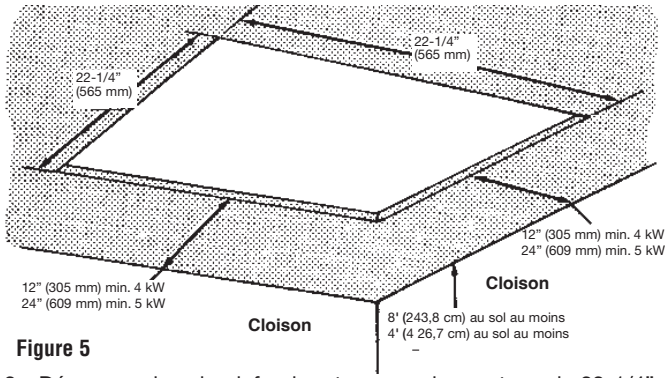

Figure 5
2. Découpez dans le plafond un trou pour le montage de 22-1/4" x 22-1/4" (565 x 565 mm) pour y loger le boîtier de montage (Figure 5).